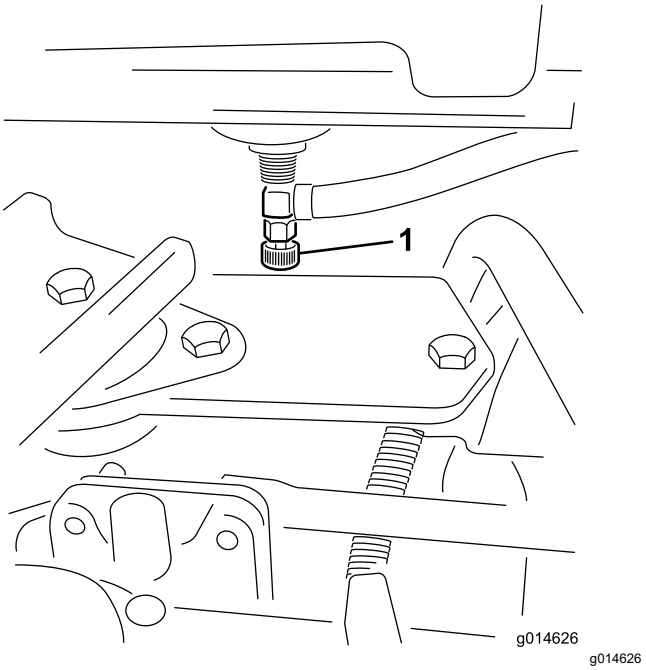

Figuur 37
1. Sluit de brandstofafsluitklep (Figuur 37) onder de brandstoftank.